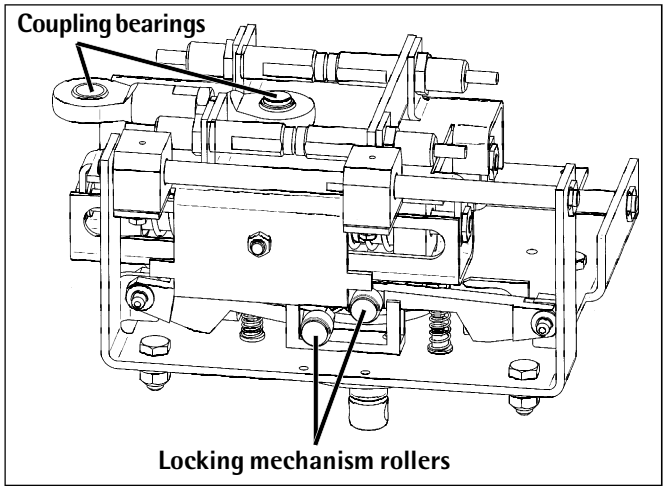

Fig. 25: Energy accumulator
- Rollers, coupling bearings, locking mechanism (see Fig. 25)